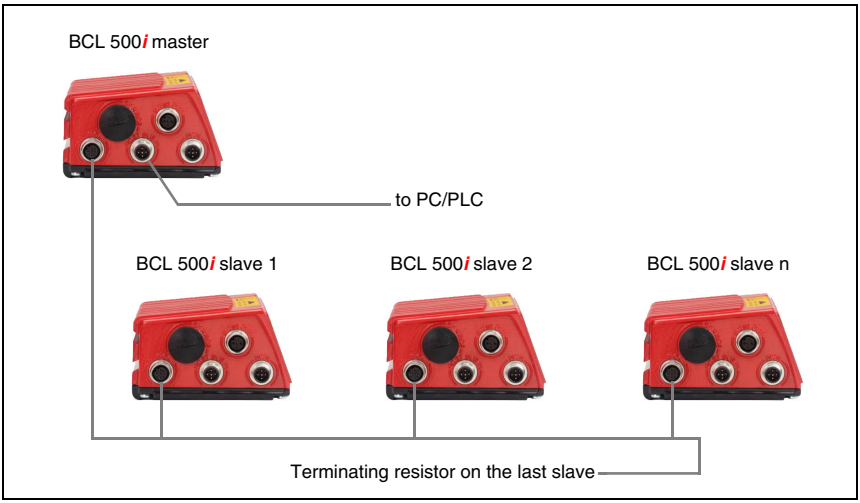

Figure 7.9: System topology of Leuze multiNet plus with BCL 500*i* as slave
*The BCL 500i can only participate as a slave in the Leuze multiNet plus on the **BUS OUT** socket and via an external M12 T-connector! For further information, see chapter 7.4.3 and figure 7.9!*